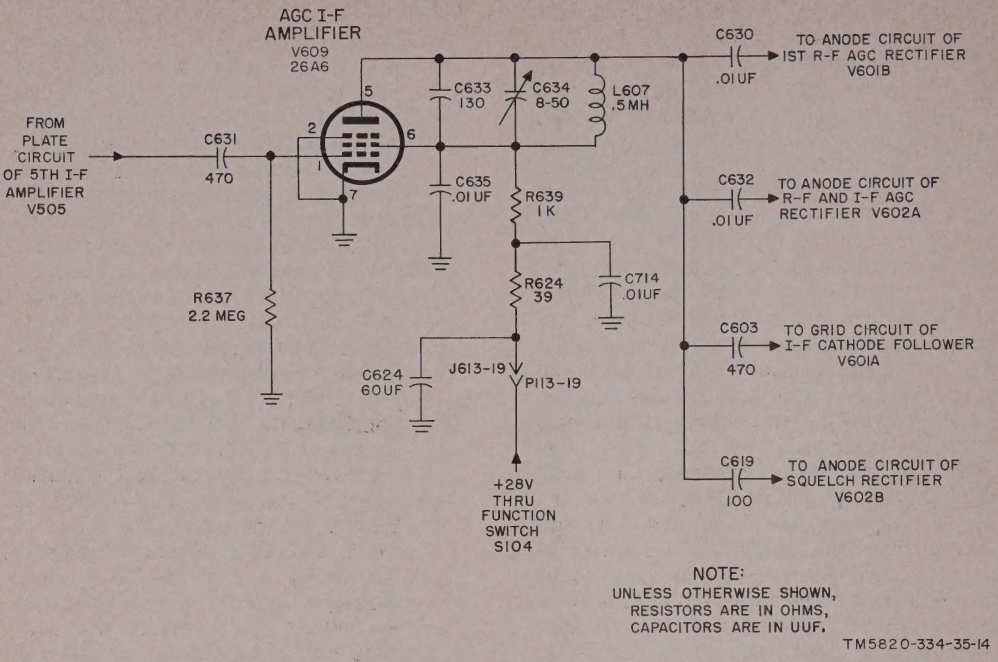

Figure 14. Agc if. amplifier V609, simplified schematic diagram.
(fig. 14 and 15)
a. Agc If. Amplifier V609 (fig. 14). Agc if. amplifier V609 operation is similar to that of if. amplifiers V501 through V506. The V609 output signal is developed across the tuned-plate circuit consisting of inductor L607 and capacitors C633 and C634. Trimmer capacitor C634 is for circuit alignment. Plate and screen-grid voltage is applied to V609 from switch S104 through P113-19 and J613-19 and through decoupling resistors R624 and R639. Capacitor C714 is an rf filter capacitor for the +28-volt line, and capacitor C635 is screen-grid and plate return bypass capacitor. The agc if. amplifier is grid-leak biased by the network consisting of capacitor C631 and resistor R637. The output of V609 is fed to four circuits: first rf agc rectifier V601B through capacitor C630; rf and if. agc rectifier V602A through capacitor C632; if. cathode follower C601A through capacitor C603; and squelch rectifier V602B through capacitor C619.